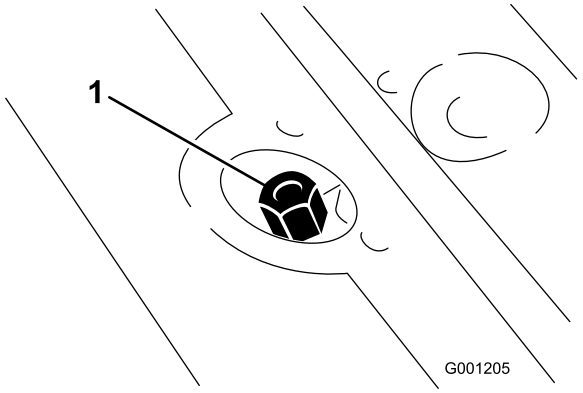

Figur 25
2. Ta ut oljestickan (Figur 25) från påfyllningsröret och torka av den med en ren trasa. Skruva på oljesticksslocket med fingrarna på påfyllningsröret och ta sedan loss det och kontrollera nivån. Om nivån är mer än 13 mm från skåran på oljestickan fyller du på tillräckligt med högkvalitativ hydraulolja för att höja nivån till skåran. Fyll inte på för mycket.